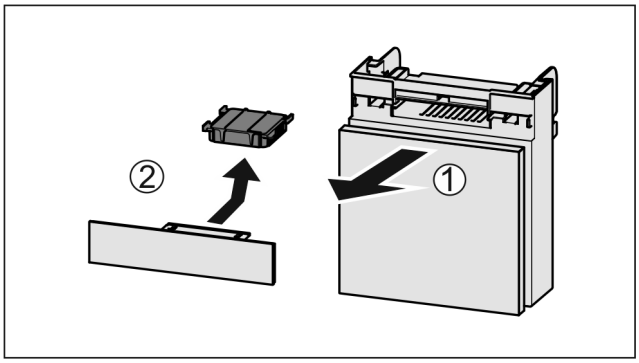

Fig. 128
▶ Fach nach vorne herausziehen *Fig. 128 (1)*.
▶ Aktivkohlefilter entnehmen *Fig. 128 (2)*.